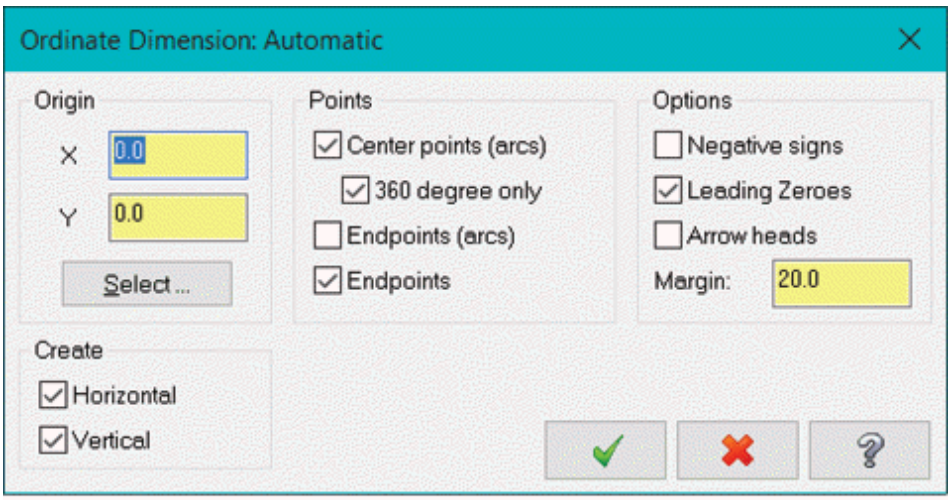

Figure-21. Ordinate Dimension: Automatic dialog box
- Click on the **Window** tool from the **Ordinate** group in the **Drafting** tab of the **Ribbon**. The **Ordinate Dimension: Automatic** dialog box will be displayed; refer to Figure-21.